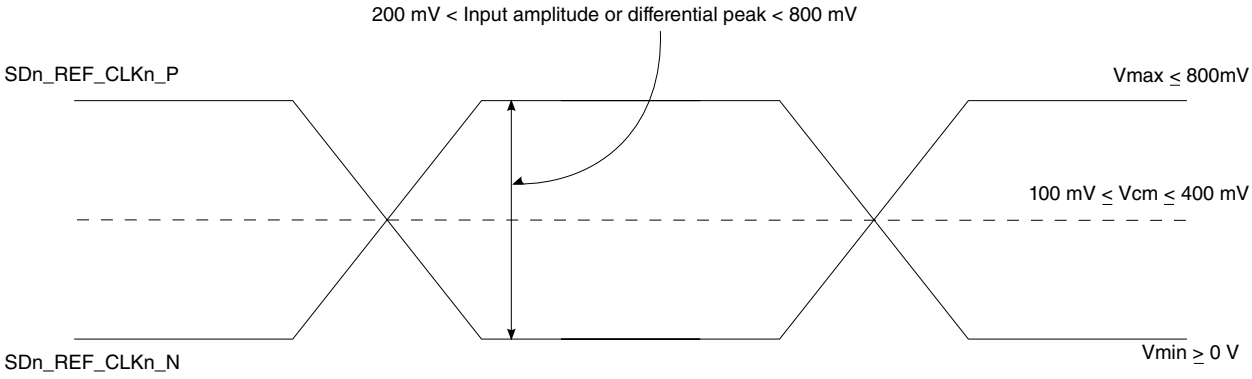

Figure 37. Differential reference clock input DC requirements (external DC-coupled)
- For an external DC-coupled connection, as described in SerDes reference clock receiver characteristics on page 115, the maximum average current requirements sets the requirement for average voltage (common mode voltage) as between 100 mV and 400 mV. Figure 37. on page 117 shows the SerDes reference clock input requirement for DC-coupled connection scheme.